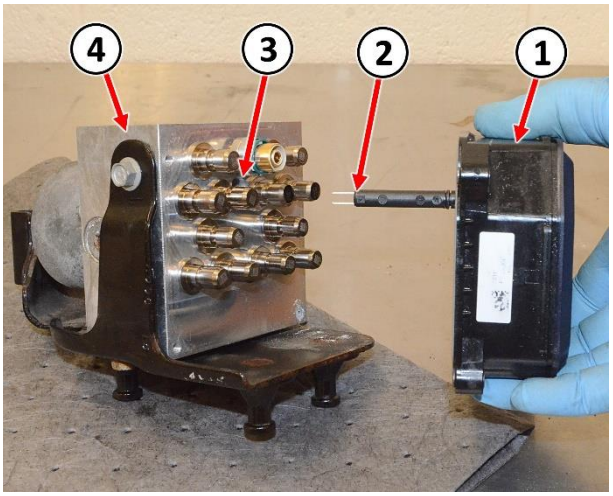

Figure 15 – ABS Module
7. Separate the ABS module (1) from the HCU (4) pulling the ABS module (1) straight out without touching the contact tower (2) terminals to any solenoids (Figure 15).
10. Align the ABS module contact tower (2) to the tower receiving hole (3) of the HCU (4) and put the ABS module (1) and the HCU (4) together without touching the tower terminals to any solenoids (Figure 15).